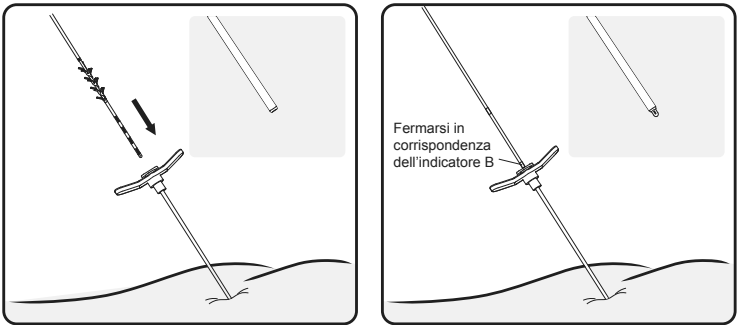

Figura 13. Inserimento dell'elettrocatetere nell'introduttore
8. Inserire con attenzione l'elettrocatetere (insieme allo stiletto) nell'introduttore fino ad allineare l'indicatore visivo B sull'elettrocatetere alla parte superiore del manico dell'introduttore. Confermare fluoroscopicamente che tutti gli elettrodi dell'elettrocatetere siano situati prossimalmente all'estremità distale dell'introduttore (**Figura 13**).